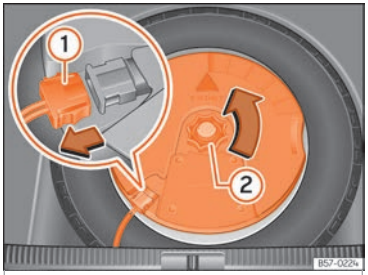

Fig. 312 Nel bagagliaio: smontare il subwoofer.
- Scollegare il cavo dell'altoparlante *subwoofer* **››› fig. 312** ①.
- Ruotare la manopola di fissaggio in senso antiorario **››› fig. 312** ②.